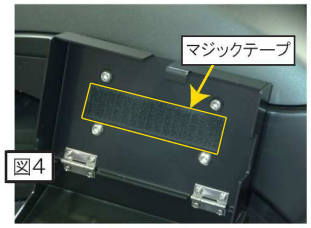

図4
1. マジックテープをBOX本体とETC本体に貼り取り付けします。（図4・5参照）